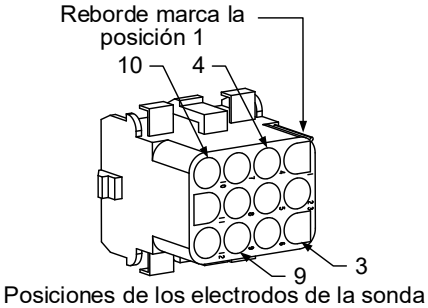

Figura 42
10. Inserte los electrodos de la sonda de temperatura en el conector de 12 patillas del haz de cables (consulte la Figura 42). Para las unidades de cuba completa o la mitad derecha de una unidad con cuba doble (mirando desde atrás de la freidora), el electrodo rojo va en la posición 3 y el blanco en la posición 4. Para la mitad izquierda de una unidad con cuba doble, el electrodo rojo va en la posición 9 y el blanco en la posición 10. **NOTA:** ***Derecha*** e ***izquierda*** se refieren a la freidora vista desde atrás.